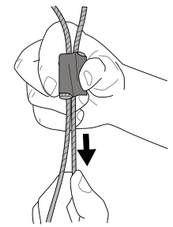

FIGURE 15
4) Once the cable is looped around the unistrut, thread the remaining cable side through the other side of the cable hanger and pull through. (See **FIGURE 15**)